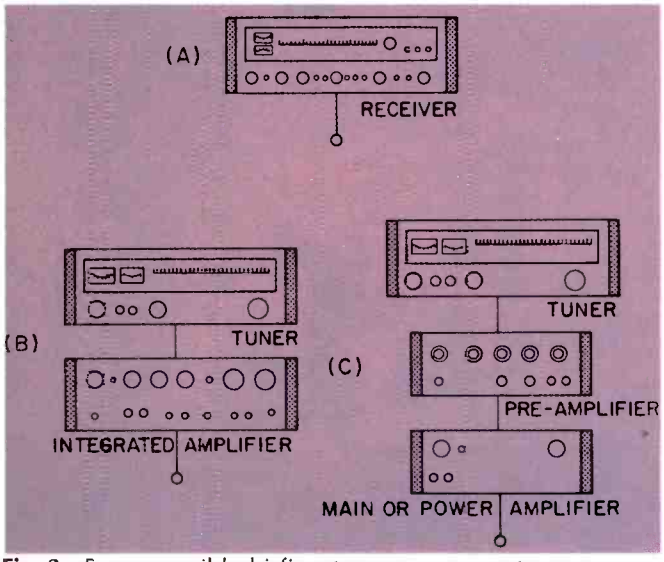

Fig. 2—Some possible hi-fi system arrangements.
The position of the amplifier with reference to the other components in the hi-fi system depends on whether we are talking of a receiver or a tuner. Figure 2 shows a receiver (A). Since both pre- and main amps are contained within the receiver, the question of position does not arise. Connect an FM antenna to the receiver "ant" terminals, a pair of speakers to the speaker terminals, and the hi-fi system is ready to go. With a tuner, though, we have more choices: an integrated amplifier (B) or separate pre- and main amps (C).